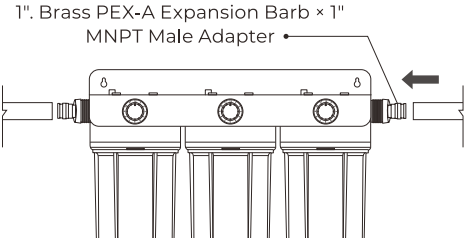

Figure 1
2. Remark two 1". Brass PEX-A Expansion Barb × 1" MNPT Male Adapter (not included in the box). Wrap more than 5 turns of Teflon tape on the external thread of the adapter. Screw one end of the external thread into the thread of the 1" FNPT filter bottle and tighten it with a wrench **(Figure 1).**